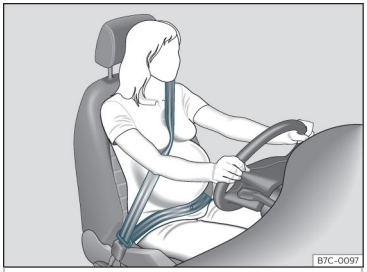

Fig. 12 Posizione del nastro della cintura di sicurezza per donne in stato di gravidanza.
In caso di **donne incinte**, la cintura di sicurezza deve passare in modo uniforme sul petto e il più possibile sotto sul bacino con il nastro piatto in modo da non stringere il ventre; deve essere utilizzata durante tutta la gravidanza››› **fig. 12**. »
- **In caso di donne incinte, il tratto addominale del nastro della cintura di sicurezza deve passare il più in basso possibile davanti al bacino, appoggiato piatto e "avvolgendo" il ventre>>> fig. 12 .**